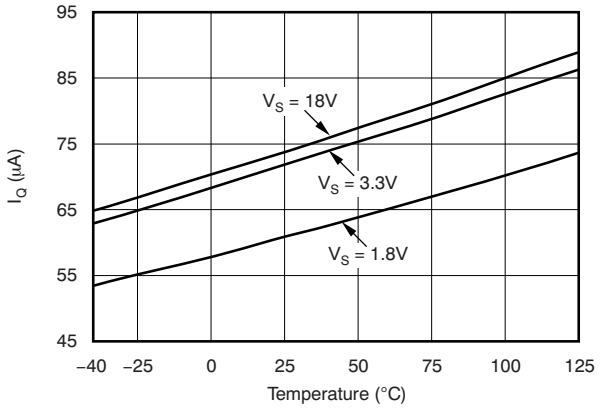

Figure 1. Quiescent Current Over Temperature and Supply
(1) 100% of production is tested at T_A = +85°C. Specifications over temperature range are ensured by design.
(2) Shaded cells indicate characteristic performance difference.
(3) See Figure 1 for typical quiescent current.
(4) The TMP300 is functional over this range and no indication of performance is implied.